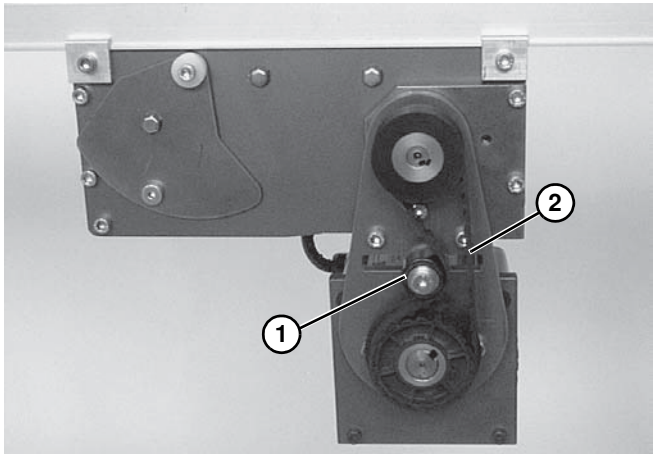

Figure 35
2. Desserrer le tensionneur **(Figure 35, élément 1)** puis retirer la courroie crantée **(Figure 35, élément 2)**.